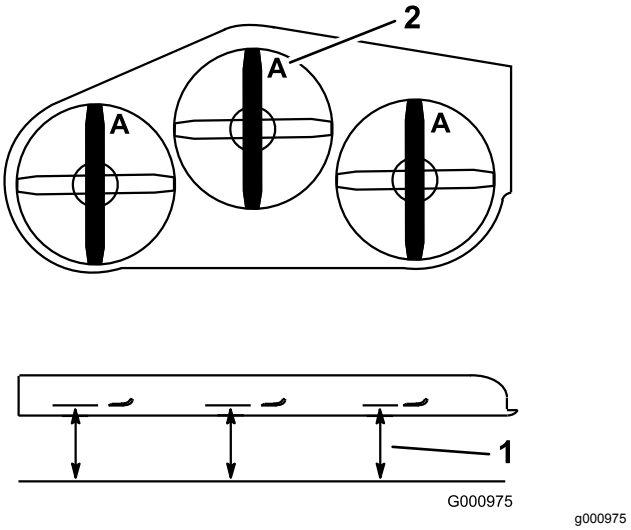

Figuur 99
3. Draai de messen totdat de uiteinden in de lengterichting liggen (Figuur 99).
4. Meet de afstand tussen een horizontaal oppervlak en de snijrand, positie **A**, van de messen (Figuur 99).